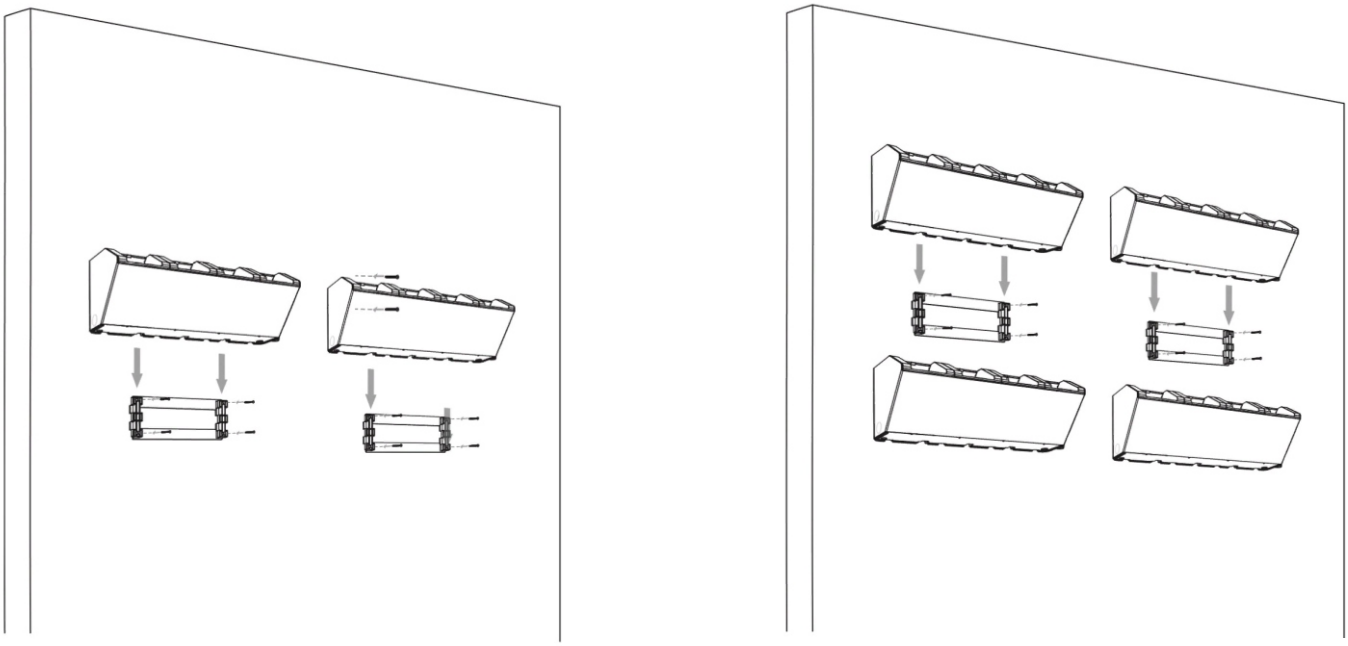

Рис. 26
- Установите монтажные кронштейны с помощью прилагаемых креплений. Убедитесь , что они плотно закреплены, чтобы не было никакого движения. См. (рис. 26)